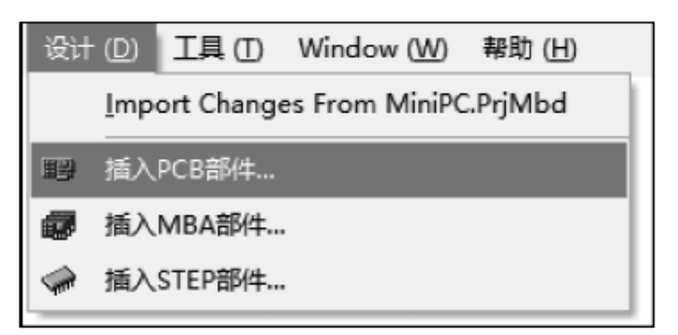

图 1-169　将其他对象添加到多板装配中
(13) 将其他对象添加到多板装配中。除了多板原理图中引用的 PCB 之外，还可以将其他对象加载到多板组件中。通过“设计”菜单栏中的命令，可以将另一块 PCB 插入此组件中，或者将另一个多板组件插入此组件中，还可以将 STEP 格式机械模型插入此装配中，如图 1-169 所示。